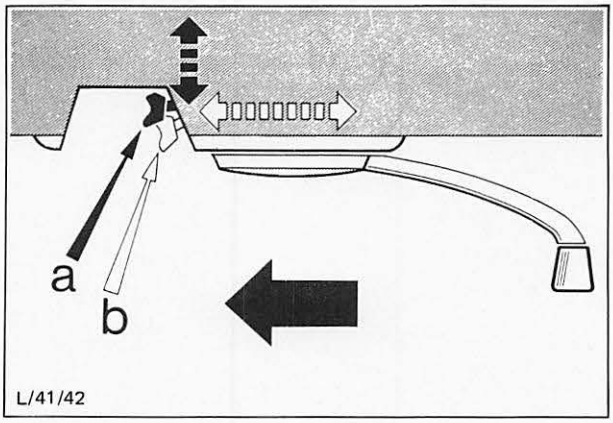

Abb. 12 Betätigungshebel – Kurbeldach, Stellungen „a“ und „b“. (Der dicke Pfeil zeigt in Richtung Fahrzeugvorderfront)
1. Betätigungshebel in Stellung „b“ bringen, Abb. 12. Stahlkurbeldach öffnen und mit einem Schraubenzieher oder einer Spachtel den Deckelhimmel vorsichtig herauslösen. Deckelhimmel nach vorn ziehen und Kurbeldach so weit öffnen, daß der Himmel durch die Dachöffnung nach oben ausgebaut werden kann.
3. Kurbeldach schließen. Betätigungshebel in Stellung „a" bringen, Abb. 12, Kurbeldach öffnen und Deckel vorn aus der Dachöffnung heben, bis die Befestigungsschrauben des Antriebskabels an der Transportbrücke zugänglich werden. Schrauben entfernen, Kabel von der Transportbrücke abbauen und Deckel und Transportbrücke aus der Dachöffnung herausheben.